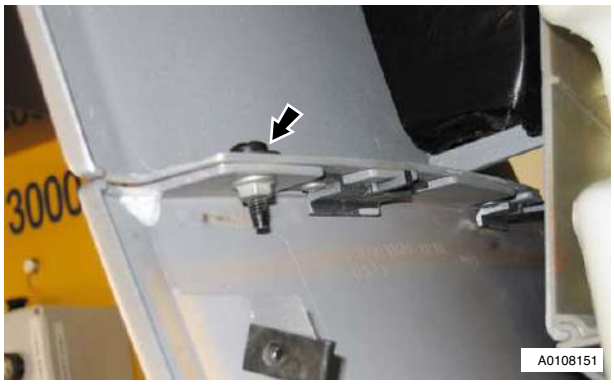

Figure 1
4. Remove nut and bolt, sill to front fender (see Figure 1).